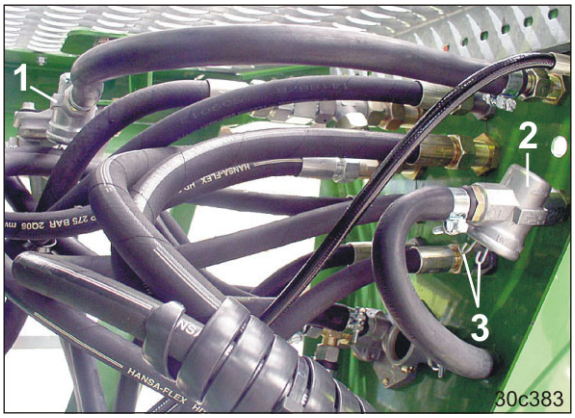

Fig. 249
- et bremserørsfilter (Fig. 249/1)
- et transportrørsfilter (Fig. 249/2).
1. Tryk de to kraver (Fig. 249/3) sammen, og tag lukkeren ud med O-ring, trykfeder og filterindsats.